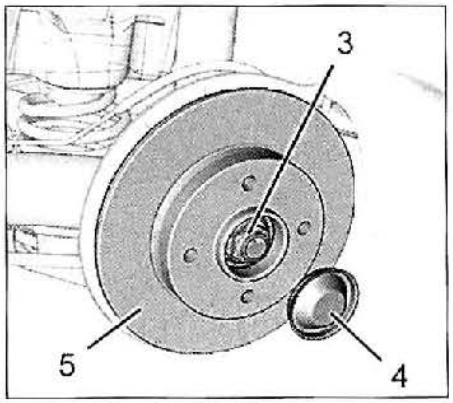

FIG. 12
- Desmontar **(fig. 12)**:
- el tapón de estanqueidad (4),
- la tuerca de cubo (3),
- el cubo-disco de freno trasero (5).